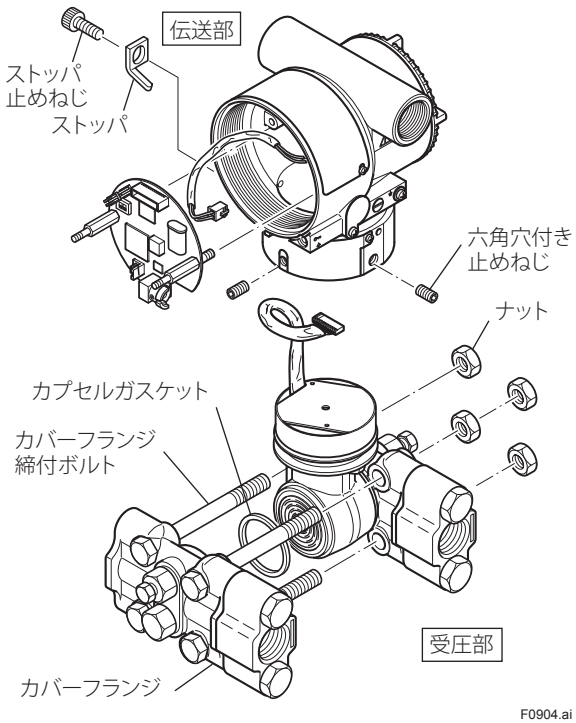

図9.4　受圧部の取付けおよび取りはずし
① 9.4.2 項に従って CPU アセンブリを取りはずします。
② 伝送部と受圧部を接続している 2 本の六角穴付き止めねじ，ストッパの止めねじとストッパをはずします。（図 9.4，9.5 参照）
③ 伝送部と受圧部を分離します。
④ 4 個のフランジボルト用ナットをはずします。
⑤ カプセルアセンブリを手で保持しながら高圧側のカバーフランジを取りはずします。
⑥ カプセルアセンブリを取りはずします。
⑦ カプセルアセンブリの清掃または交換を行います。
① カプセルアセンブリに表示されている H（高圧側），L（低圧側）の位置関係に注意し，カプセルアセンブリをフランジ締付ボルト間に組み込みます。